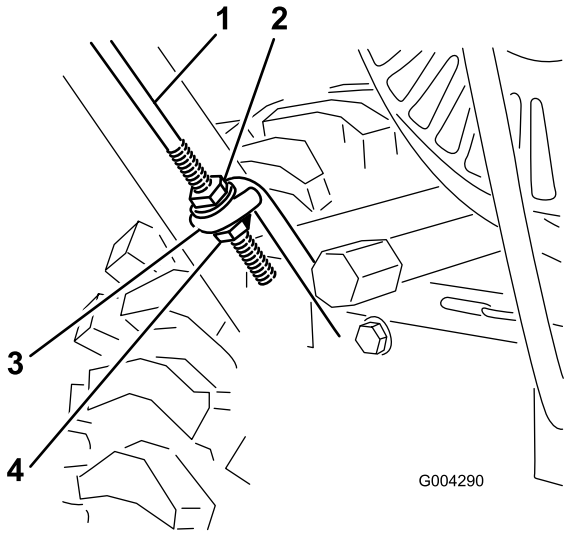

Bild 4
3. Schrauben Sie eine Bundmutter (nicht die Bundsicherungsmutter) mit dem Bund nach unten auf die Fahrantriebsstange links am Griff (Bild 4).
4. Legen Sie die linke Seite des Griffs seitlich neben die Schneefräse und führen Sie das Ende der Fahrantriebsstange durch die Öse der unteren Fahrantriebsstange (Bild 4).
1. Drehen Sie eine Sicherungs-Bundmutter (Bundseite nach oben) auf die Unterseite der Fahrantriebsstange unter der Öse in der unteren Fahrantriebsstange ein (Bild 4).